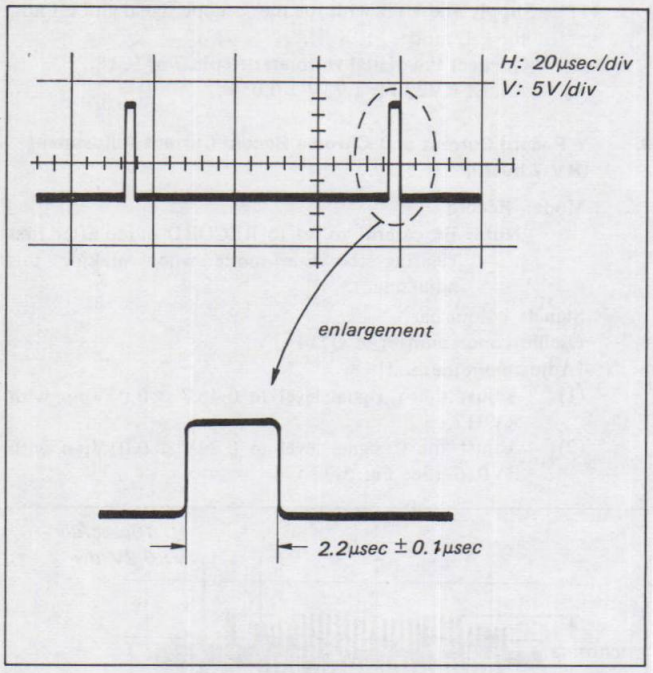

Fig. 5-33. Pilot burst flag adjustment
(1) Supply the VTR with colour bar signal and set up the E-E mode.
(2) Connect the oscilloscope to pin 10 of IC7.
(3) Adjust to 2.2μsec ± 0.1μsec with RV009. (See Fig. 5-33.)